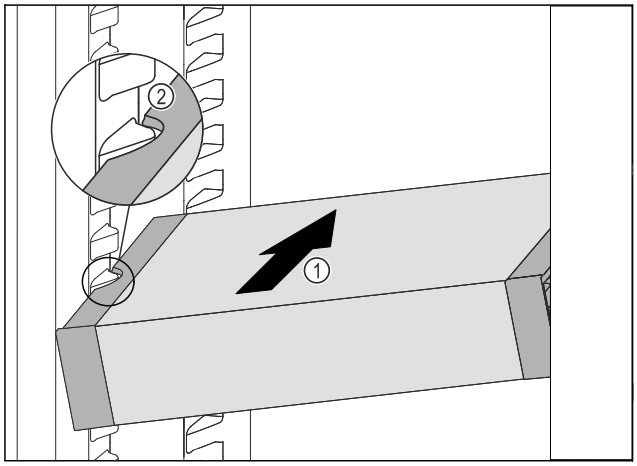

Fig. 101
▶ VarioSafe schräg in das Kühlteil einschieben *Fig. 101 (1)*, bis sich die seitlichen Aussparungen *Fig. 101 (2)* des VarioSafes auf Höhe der Behälterrippe im Kühlteil befinden.